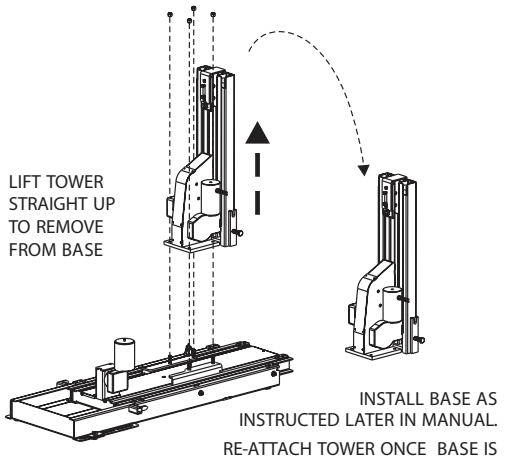

Figure 11-3
- Lift tower straight up to remove from base. *[Figure 11-3*]